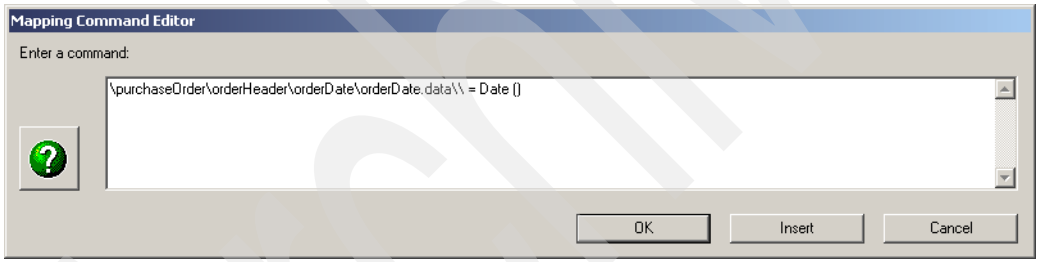

Figure 15-30 Mapping Command Editor
8. The Mapping Command Editor should appear as shown in Figure 15-30.